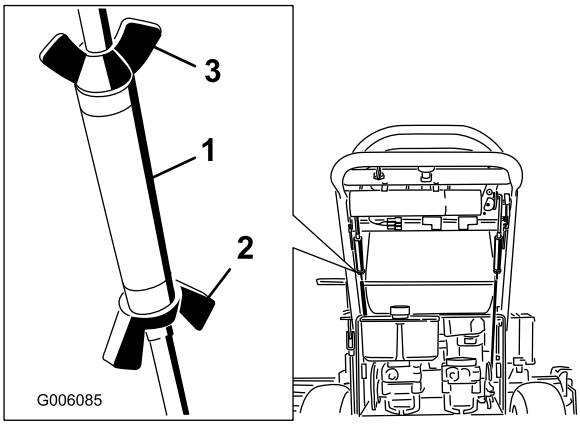

Figura 42
3. Bloquee el tensor apretando las tuercas de orejeta Figura 42).
5. Bloquee el tensor apretando las tuercas de orejeta (Figura 42)